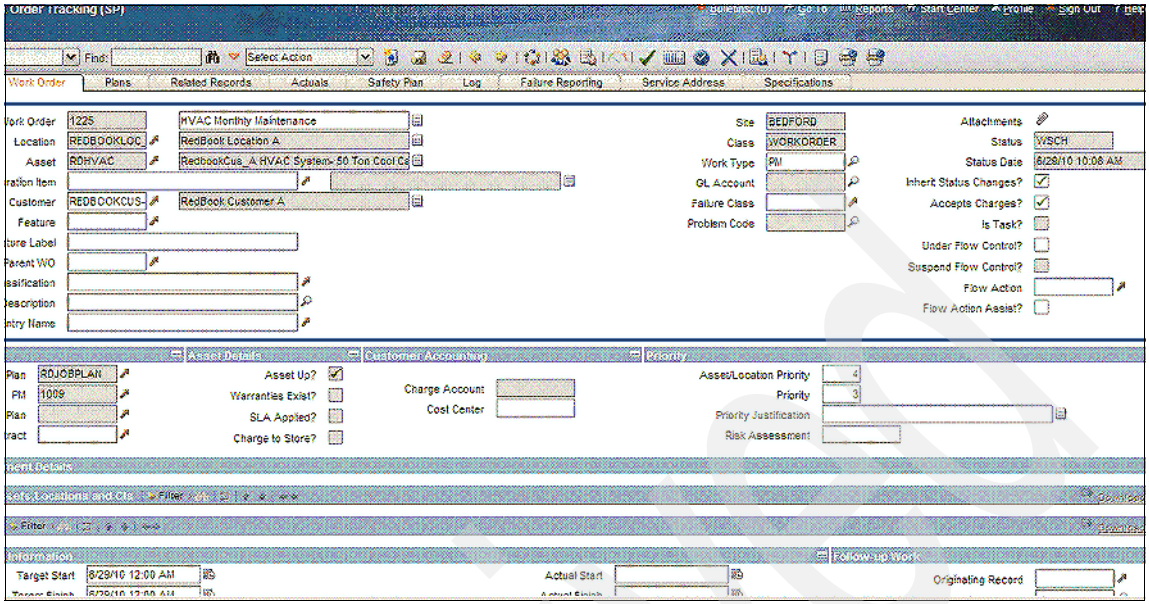

Figure 9-6 Work order
4. As a work order approver, open the work order to review the plan and validate the information. The work order looks like Figure 9-6 on page 167.